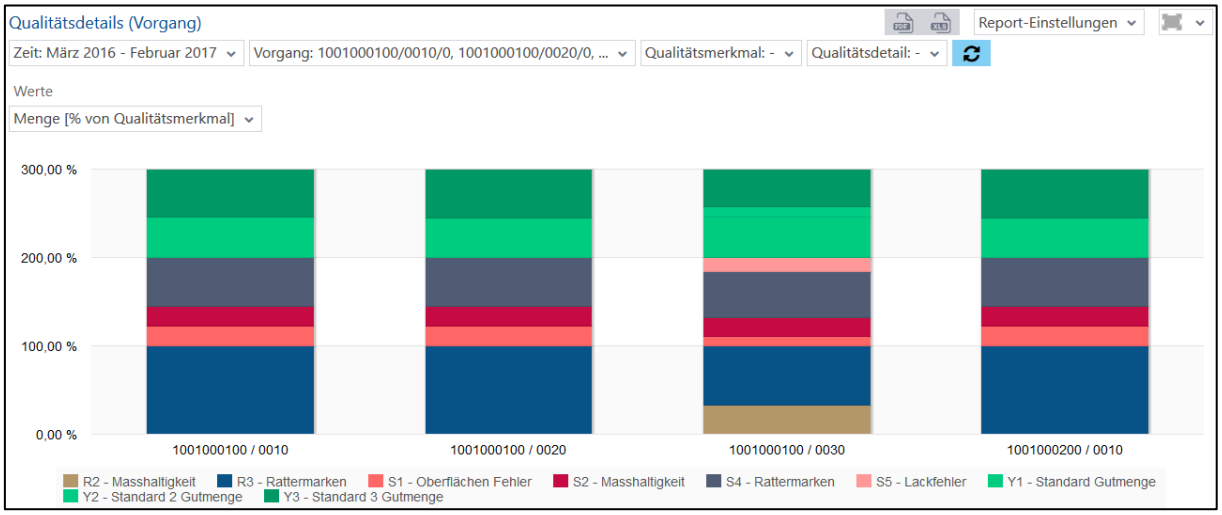

**Bild 131: Qualitätsdetails (Vorgang) als Säulendiagramm**
- Qualitätsdetails (Vorgang) als Säulendiagramm (Bild 131):